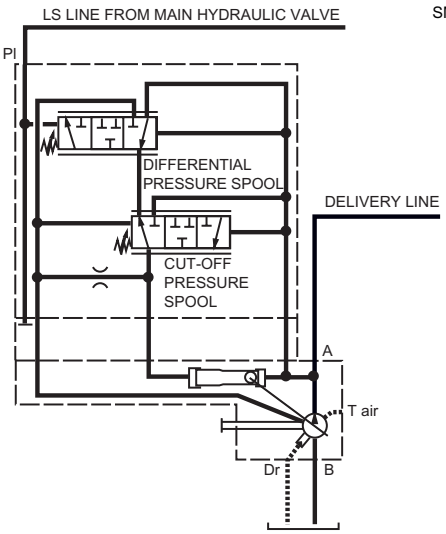

Fig. 6 - Pump Schematic - Standby Condition
Stand-by Condition - Refer to Figure 6. When no hydraulic operations are required, the pump stand-by condition is reached. The load sense line is vented to tank. The differential pressure spool (23) shifts to the extreme left due to pump outlet pressure. This allows